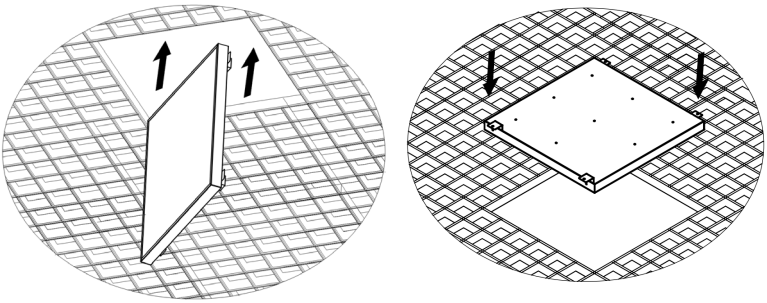

Рисунок 6 - Установка светильника Geniled Грильято в навесной потолок.
5.5. Заведите светильник в нишу потолка «Грильято» (Рисунок 6).
5.7. Положите светильник внутрь ячейки «Грильято» (Рисунок 6). Убедитесь, что светильник надежно установлен, проверьте подключение.